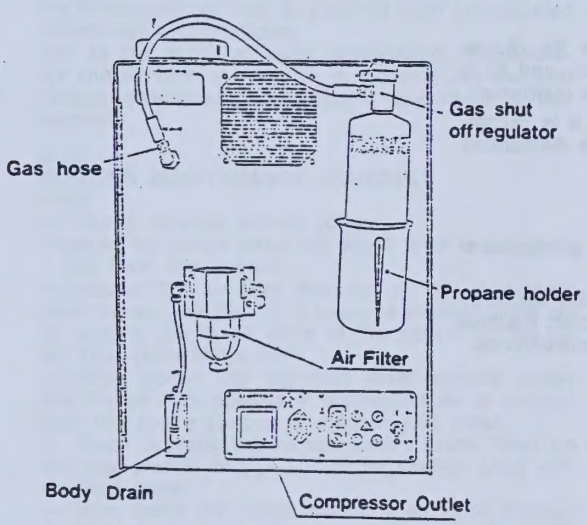

Fig. 5 - Back panel.
— When the flame led and the compressor (if used), are switched off, close the gas shut-off regulator (see fig. 5).
— Check the glass bell on the air filter (fig. 5) for evidence of moisture collected during operation. Release moisture if evident by loosening the screw at the bottom of the filter.
Disconnect the gas hose (fig. 5) and cover the instrument gas line input with adhesive tape.
d) Remove the propane fuel cylinder holder (fig. 5).
e) Disconnect the air line from the air filter and, if used, the compressor power plug from the rear socket (fig. 5).
Fig. 5 a - Fluid Handling System
Fig. 5 b - Nebulizer